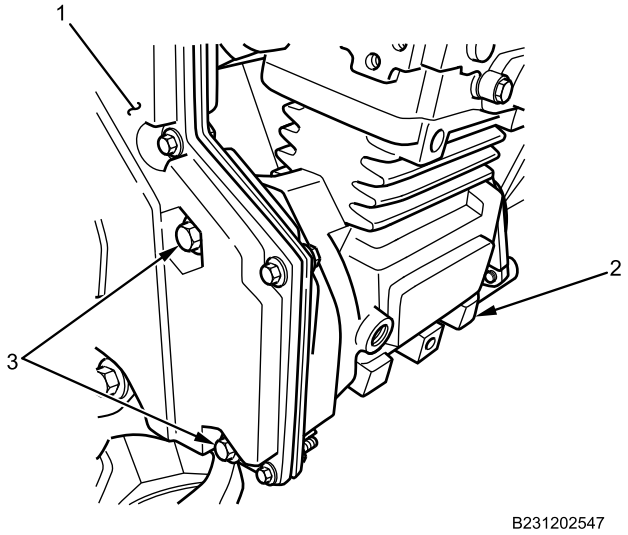

Figure 12. Air Compressor.
4. Apply corrosion preventive compound to air compressor mounting bolts (Figure 12, Item 3).
5. Position air compressor (Figure 12, Item 2) and install two air compressor mounting bolts (Figure 12, Item 3) through engine front cover (Figure 12, Item 1). Torque bolts to 46 lb-ft (62 N•m).